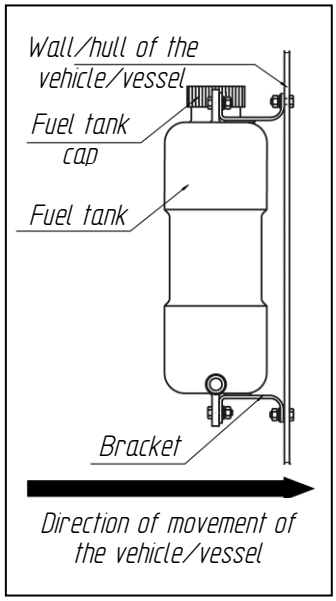

**Fig. 16 Installation of the fuel tank**
Consider convenience of fuelling, when installing the fuel tank (Fig.16). Install the fuel tank in such a way that the amount of fuel and its potential leaks from the inlet, fuel suction nozzle or connections can be visually controlled.
**Fuel tank must be installed with its wide side perpendicular to the direction of the movement of the vehicle/vessel (see Fig. 16).**